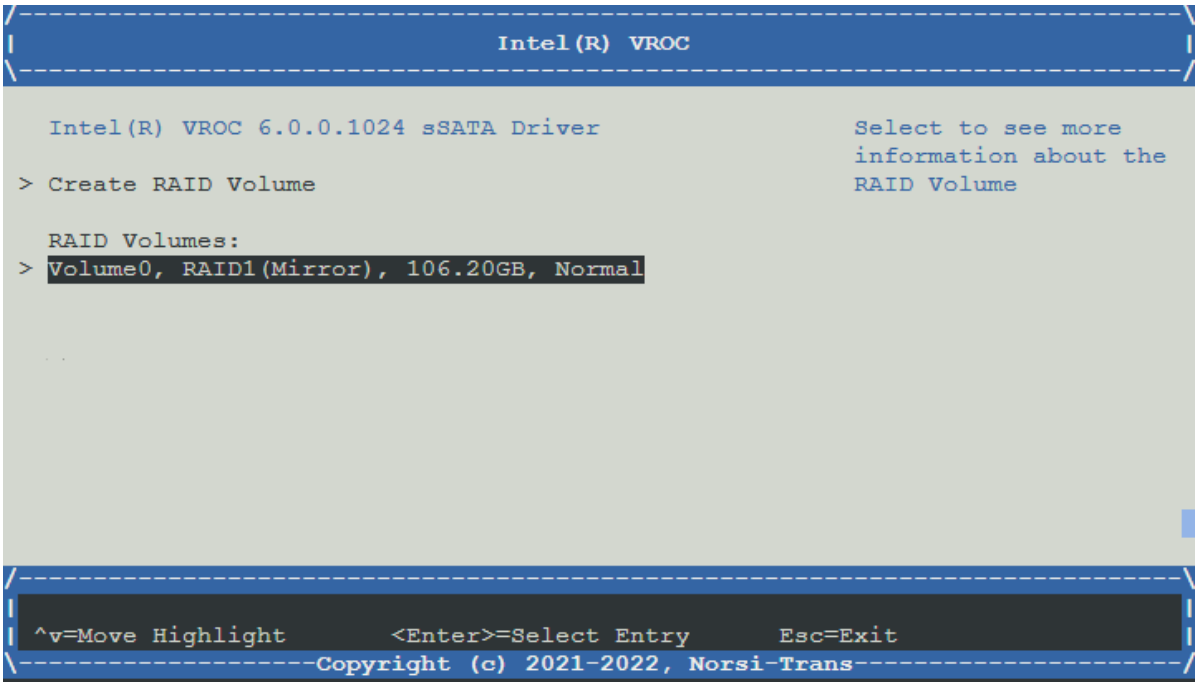

Рис. 71. Меню Intel (R) VROC с RAID1 (Mirror)
6) Вернитесь во вкладку «Intel(R) VROC» и убедитесь в создании зеркала <RAID1 (Mirror)>. Окно показано на рис. 71 Меню Intel (R) VROC с RAID1 (Mirror).